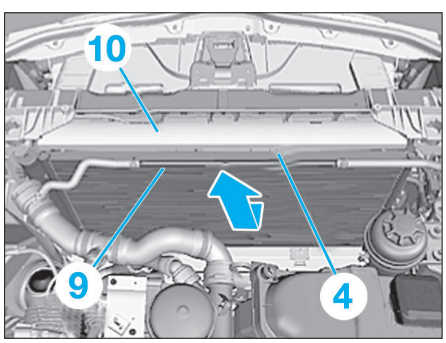

Fig. 9
• Dégager le condensateur de climatisation (4) vers le haut, en passant entre la conduite de purge (9) et le recouvrement (10) **(Fig.9)**.